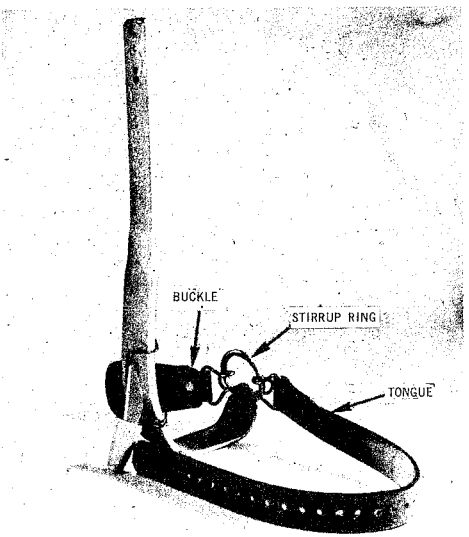

Fig. 5 — C Climber Foot Strap Installed on Right Climber
2.05 C Climber Foot Straps, Fig. 5, are used on the stirrup rings of adjustable climbers to fasten the climber to the foot. A C Climber Foot Strap consisting of a tongue and buckle that can be clipped to the climber stirrup ring is placed on the climber so that the buckle will be across the foot instep when fastened. The metal clips on the Buckle and Tongue straps are manufactured 1/32" oversize to permit attachment to the stirrup ring. After the clips have been properly engaged in the ring they must be closed tightly, by the user, with a 1½ lb. drilling hammer or 9" sidecutting pliers to prevent them from becoming unsnapped.